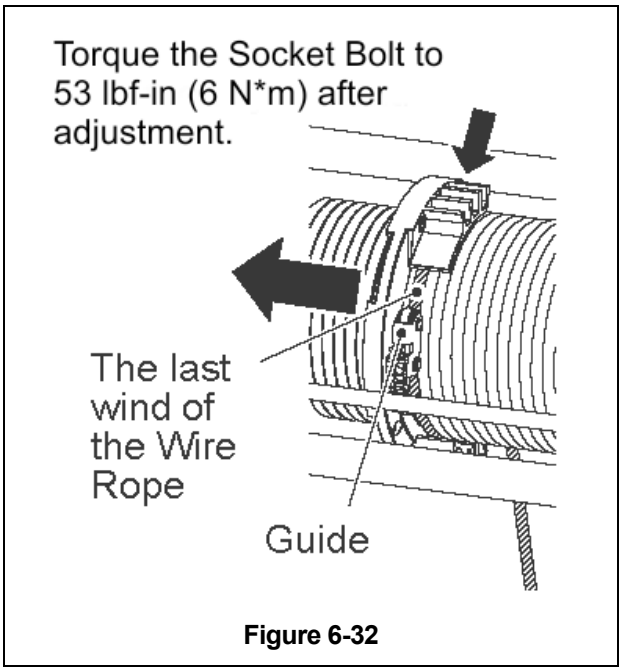

Figure 6-32
18) Referring to **Figure 6-32**, adjust the position of the Rope Guide so that the Rollers of Rope Guide A contact with the last wind of the Wire Rope on the Rope Drum and the Rope Guide A is nested in the grooves of the drum.